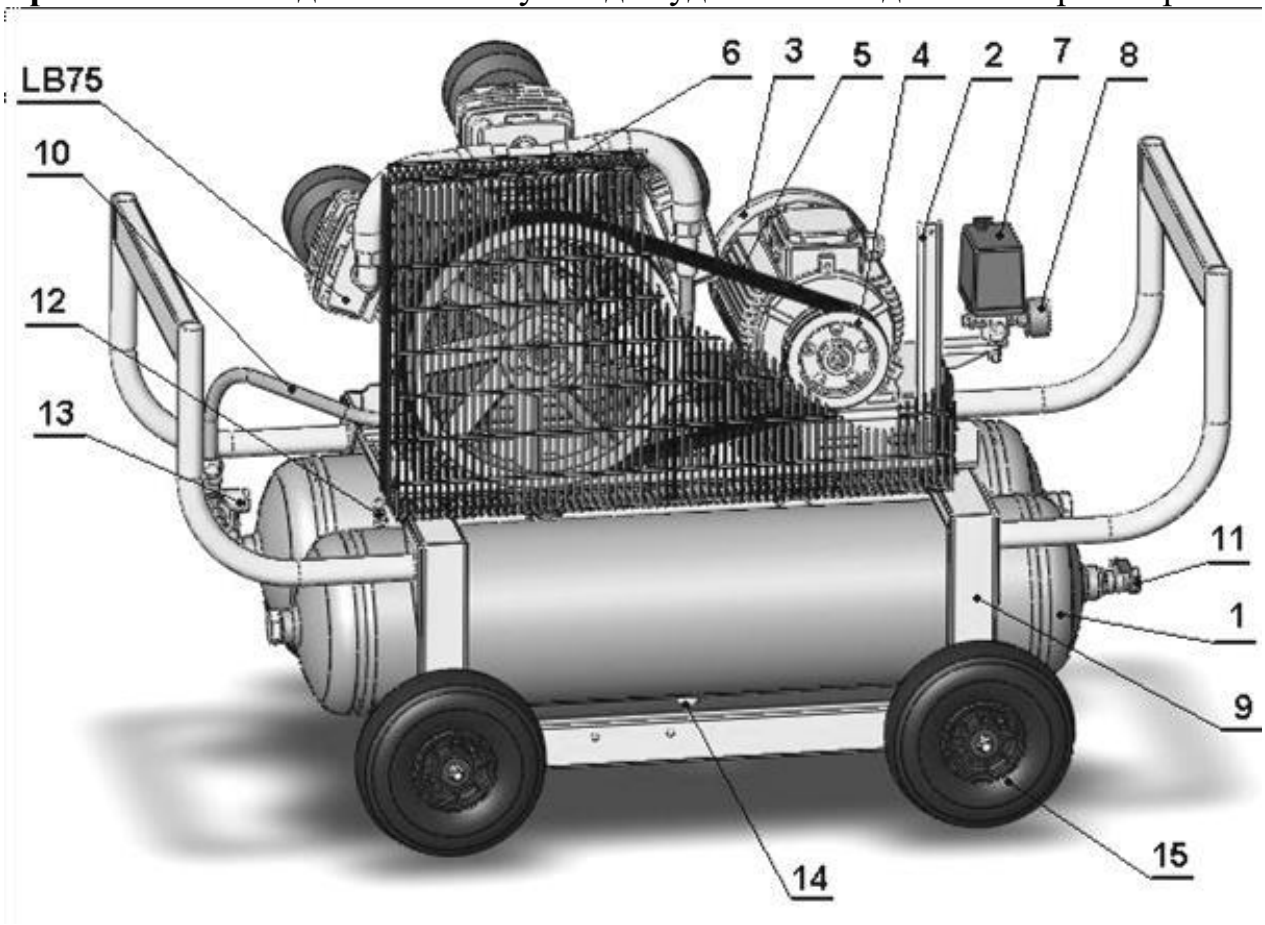

Рисунок 1 – Общий вид компрессора СБ4/С-90.LB75
5.1 Компрессор (рисунок 1) состоит из следующих основных сборочных единиц и деталей: блока поршневого **LB75,** ресиверов 1, платформы 2, электродвигателя 3 со шкивом 4, клиновых ремней 5, защитного ограждения 6, телепрессостата 7, манометра 8, рамы 9, нагнетательного воздухопровода 10, кранов выпускных 11, клапана предохранительного 12, клапана-разделителя 13, кранов слива конденсата 14, колес 15.